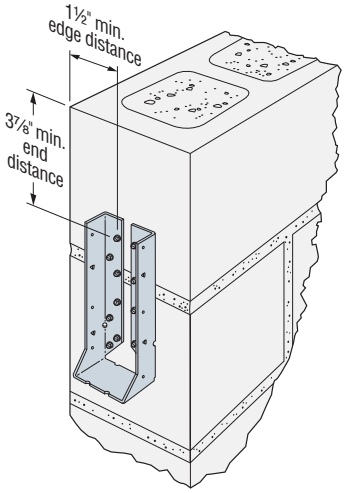

Figure 1 — HUC410 Installed on Masonry Block End Wall
- **Installation on GFCMU** — A minimum edge distance of 1½" and a minimum end distance of 3⅞" is required as shown in Figure 1 for full load. Where no uplift is required, a minimum end distance of 1½" is permitted.